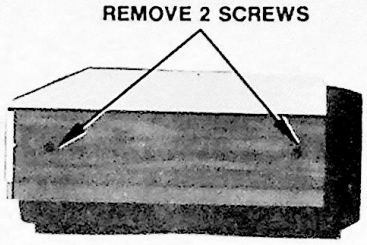

Figure 3. Side Panel Removal
Side panels — Remove two (2) screws from each panel (Figure 3).